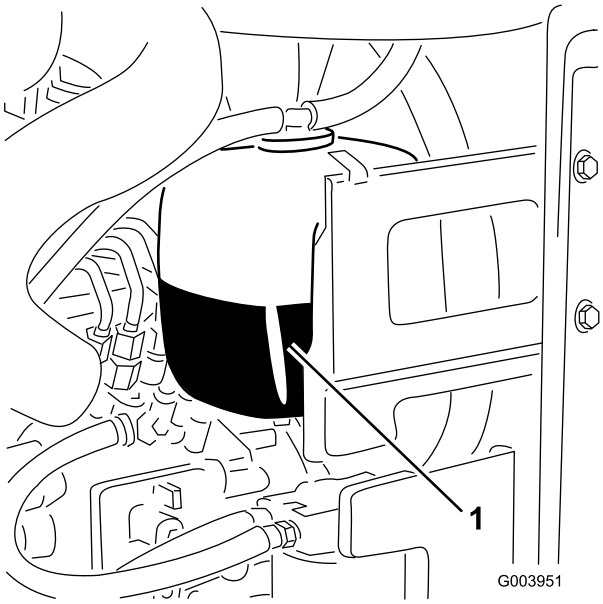

Figur 35
1. Kontrollera kylvätskenivån i expansionstanken (Figur 35).